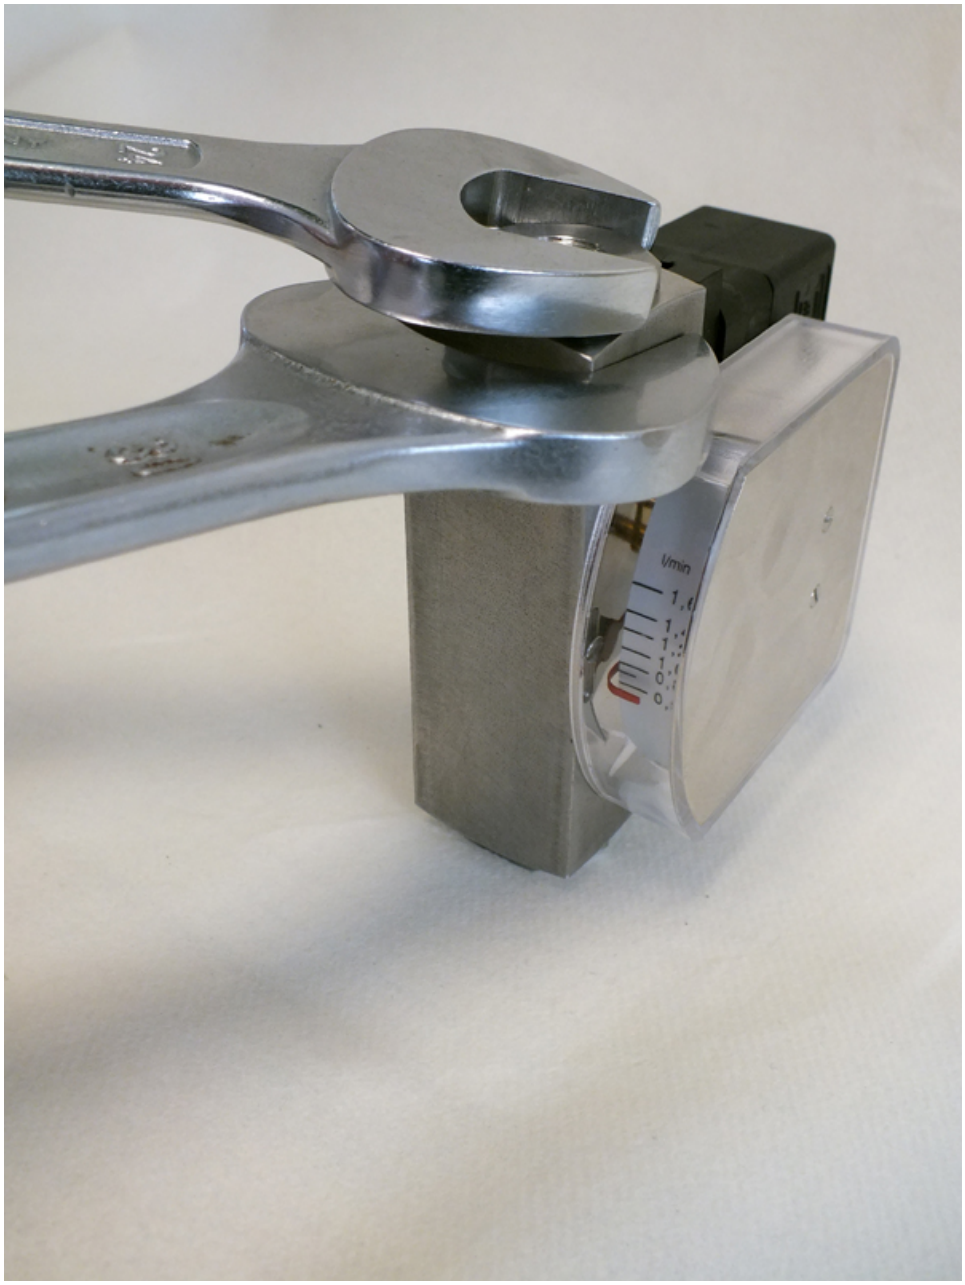

Fig. 46: Loosen process connection (outlet)
6. Loosen the process connection (outlet) (*Fig. 46*) using the proper sized fixed spanner wrench. Hold the device body in place using a proper sized spanner wrench.